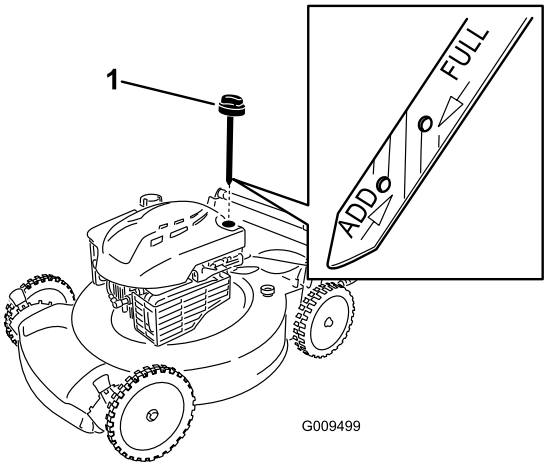

Figura 23
2. Retire la varilla (Figura 23).
4. Vierta **lentamente** aceite en el tubo de llenado hasta que el nivel llegue a la marca **"Full"** (lleno) de la varilla (Figura 23). **No llene demasiado.** (Capacidad máxima: 0,59 l (20 onzas), tipo: SAE 30, aceite detergente con clasificación de servicio API SF, SG, SH, SJ, SL o superior.)